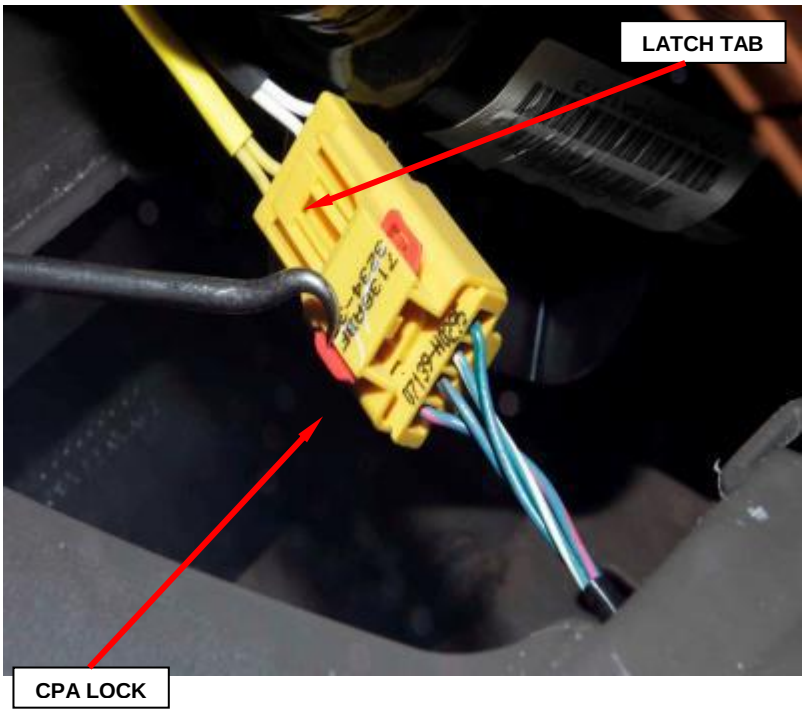

Figure 56 – Airbag Inflator Pigtail Connector
a. Slide the red Connector Position Assurance (CPA) lock on the connector toward the side of the connector (Figure 56).
9. Connect the instrument panel wire harness connector for the airbag to the passenger airbag inflator pigtail wire connector on the right side of the airbag mounting bracket. Be certain that the latch on the connector and the red Connector Position Assurance (CPA) lock are each fully engaged (Figure 56).